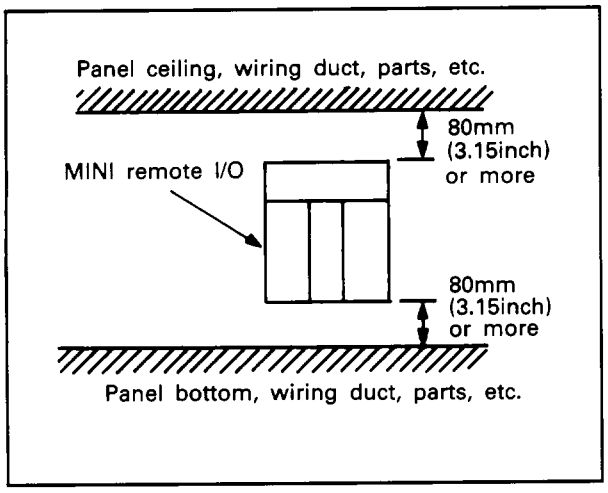
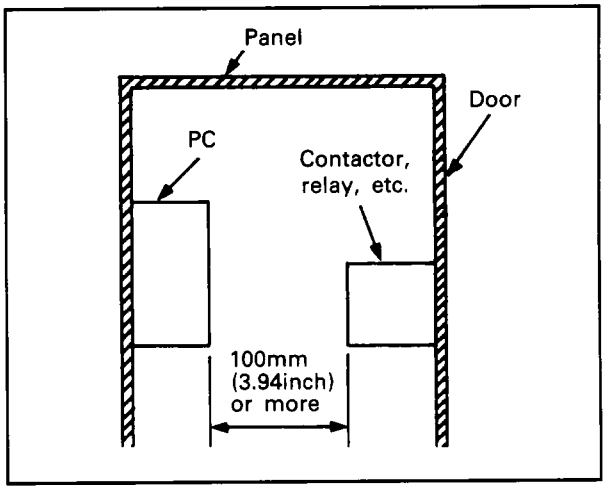

Fig. 4.1 Installing position of unit
Fig. 4.2 Clearance between PC and other devices
(1) To provide good ventilation and to make unit replacement easy, allow a clearance of 80mm (3.15inch) or more between the top side of the unit and surrounding structure or parts. (See Fig. 4.1.)
(2) Choose a flat surface for mounting the unit. Waves and warpage of the mounting surface will cause printed circuit boards in the unit to be strained or twisted, which lead to malfunction.
(3) Mount the unit on a separate panel or away from large electromagnetic contactors and no-fuse circuit breakers which produce vibrations.
(4) To avoid influence of radiation of noise or heat, allow a clearance of 100mm (3.94inch) or more if the PC faces such noise or heat radiating devices (when such devices are mounted on the back side of the door). (See Fig. 4.2.)